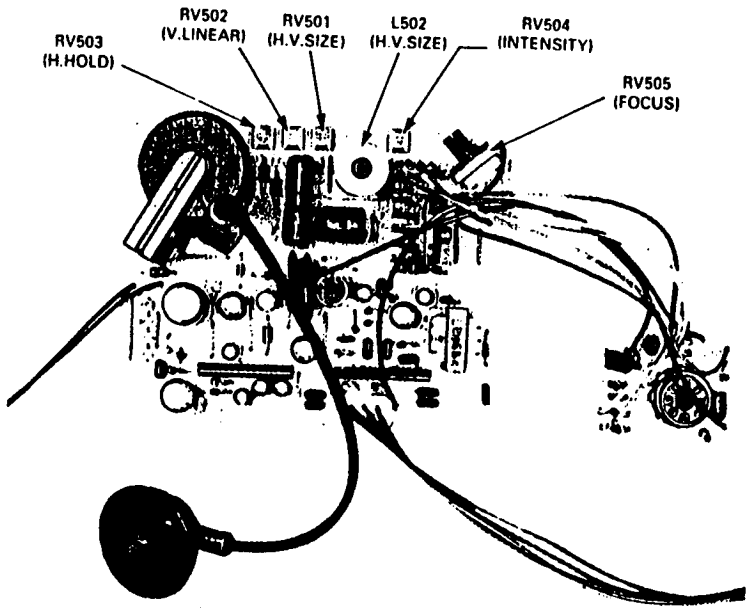

FIG. 5-1 DISPLAY PCB
1) Intensity adjustment (See Fig. 5-1)
2) Focus adjustment (See Fig. 5-1)